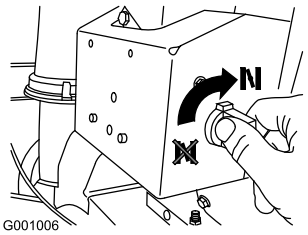

Bild 26
4. Drehen Sie den Choke auf die Ein-Stellung (Bild 26).